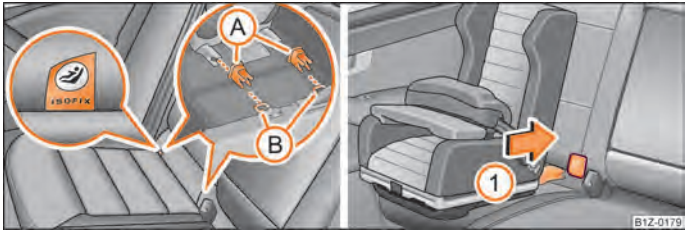

Fig. 136 Locking eyes (ISOFIX system)/Push the ISOFIX child seat into the installed mounting funnels
There are two fixing eyes between the seat backrest and the seat cushion of the front passenger seat for fixing the "ISOFIX" system child seat in place. The locking eyes on the rear outside seats are located below the upholstery. The places are marked with signs with the logo "ISOFIX" ⇒ fig. 136 - left.
– Insert the mounting funnels Ⓐ onto the locking eyes Ⓑ between the seat backrest and the seat cushion ⇒ fig. 136.
– Push the notched arms of the child seat into the locking eyes in direction of arrow ①, until they are heard to lock in place ⇒ fig. 136.